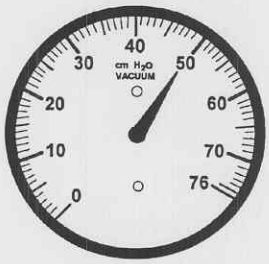

Figure 3-3. Vacuum level requirement.
(12) Pinch or clamp the patient tube(s) closed.
(13) Turn the vacuum regulator knob to its maximum clockwise position.
(14) Observe that the vacuum gauge (fig 3-3) indicates a minimum of 50 cm H_2O. Record the vacuum level.
(15) Open the patient tube(s) momentarily until the vacuum gauge indicates "0" and then pinch or clamp the patient tube(s) again.